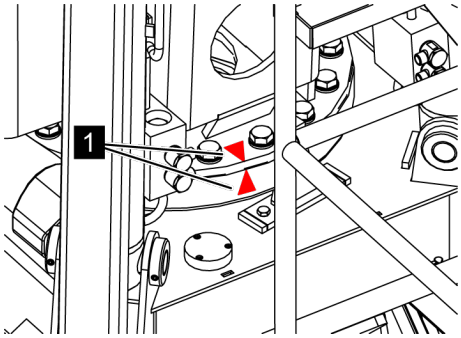

Fig. 57: Red arrows
– Make sure that the red arrows (Fig. 57/1) on the rotating assembly are aligned with one another when moving into the transport position.